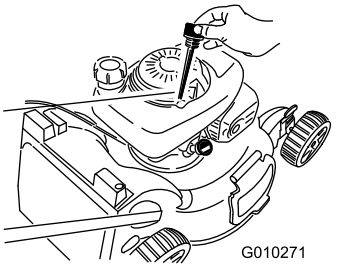

**Figur 40**
6. Tag målepinden ud af oliepåfyldningsrøret (Figur 40).